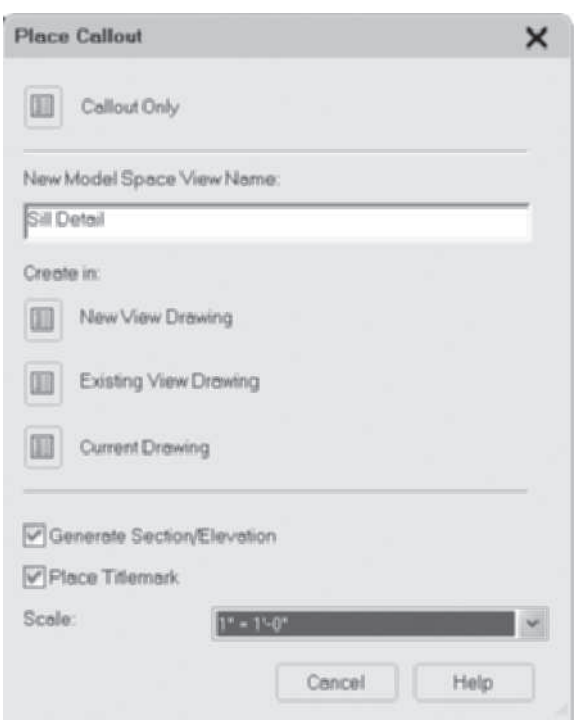

FIGURE 12.96 *Place Callout dialog box for the Detail Mark*
29. The Place Callout dialog box opens as shown in Figure 12.96. Type **Sill Detail** in the New Model Space View Name. Check Generate Section/Elevation and Place Titlemark checkboxes. Select 1" =1'-0" [1:10] scale. Click the New View Drawing button to open the **Add Detail View** dialog box.